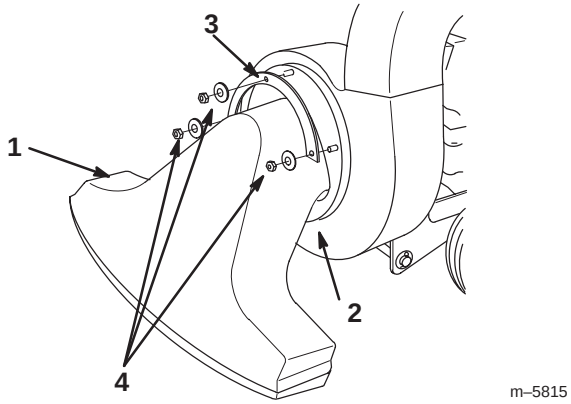

Bild 9
1. Bringen Sie den unteren Rand des Düsenbunds in den Befestigungsbügel (Bild 9).
2. Legen Sie die Halterungsbundschraube über die 3 Schraubenenden, die aus der Düse austreten (Bild 9).
3. Befestigen Sie die Düse und die Halterungsbundschraube mit drei Scheiben und Sicherungsmuttern (Bild 9).